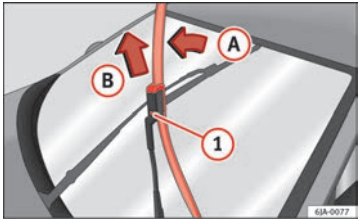

Fig. 66 Windscreen wiper blades ▶
– Lift the windscreen wiper arm away from the glass moving the blade slightly in the direction of the arm – arrow (A) ⇒ Fig. 66.
– Unlock the catch (1) with the other hand and remove the blade in the direction of arrow (B).